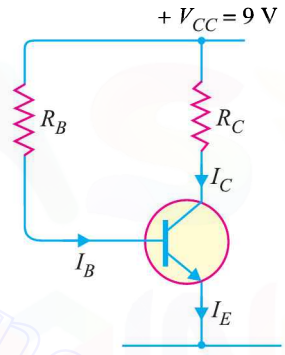

Fig. 9.49
3. Fig. 9.49 shows biasing by base resistor method. If it is required to set the operating point at 1mA, 6 V, find the values of R_C and R_B. Given β =150, $V_{BE} = 0.3$ V. **[R_C = 3 kΩ, R_B = 0.3 MΩ]**